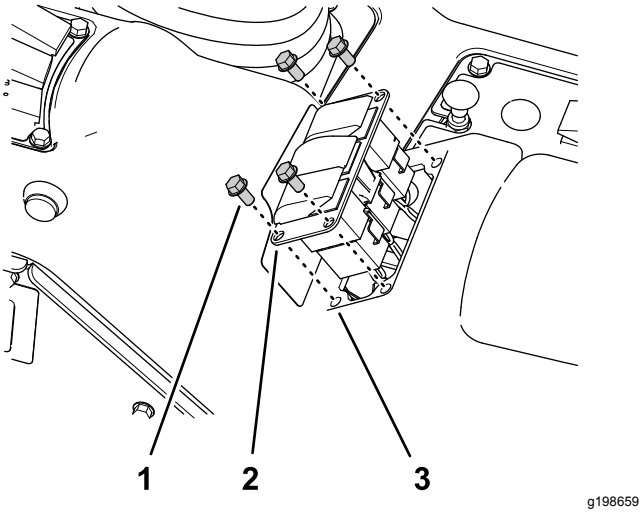

Figur 33
1. Afmonter de 4 flangehovedskruer (1/4 x 1/2 tomme), der fastgør panelet med 3 kontakter til kontrolkonsollen (Figur 33).
3. Frakobl stikket med 8 sokler på maskinens ledningsnet (med angivelsen **Ratekontakt**) fra kontaktens stik med 8 ben (Figur 33).
6. Juster kontaktproppen, så den passer med åbningen i panelet med 3 kontakter, hvor du fjernede ratekontakten (Figur 33).
7. Sæt kontaktproppen ind i panelet med 3 kontakter, så den klikker sikkert på plads (Figur 33).